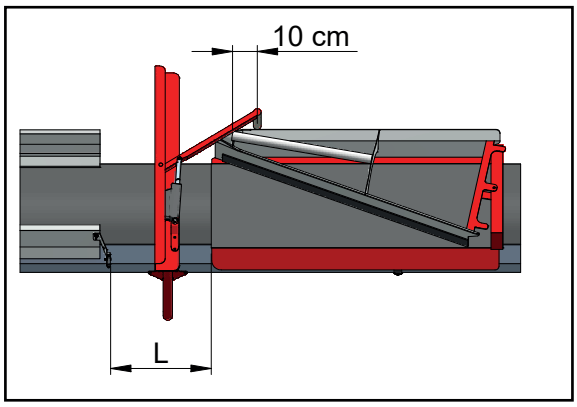

Fig. 30
- **Reversal –** This is where the positioning of the scraper is adjusted for reversal. The reversing lever must reach 10 cm into the pipe. **See Fig. 30**
See Fig. 30 Enter the value.